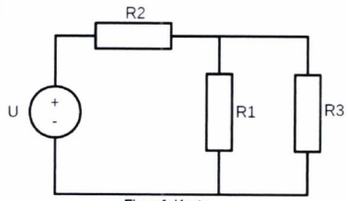

Figur 1: Krets
1. Betrakta kretsen i figur 1. Vad är effektutvecklingen i R3 om U=20V, R1=150Ω och R2=200Ω och R3=300Ω? Visa samtliga beräkningar och antaganden. (6p)